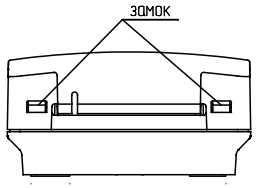

Рисунок 3
6.8 Для установки ИР необходимо отсоединить корпус от основания, нажав отверткой на замки (см. рисунок 3). (При этом кнопка должна быть в отжатом состоянии).